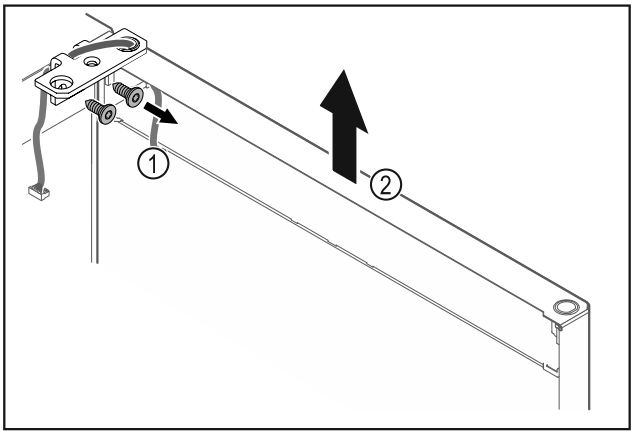

Fig. 17
▶ Unscrew the hinge *Fig. 17 (1)*.
▶ Lift the door with the hinge straight up by *Fig. 17 (2)* roughly 200 mm and take it off.